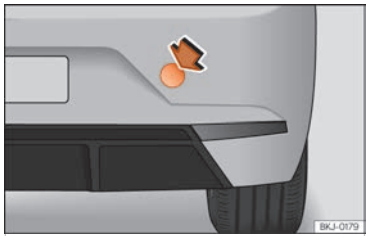

Fig. 158 En el lado derecho del paragolpes trasero: retirar la tapa.
El alojamiento de la argolla de remolque enroscable se encuentra en el lado derecho del paragolpes trasero detrás de una tapa ››› fig. 158.
- Presione sobre la zona superior derecha de la tapa ››› fig. 158 para desencastrarla.